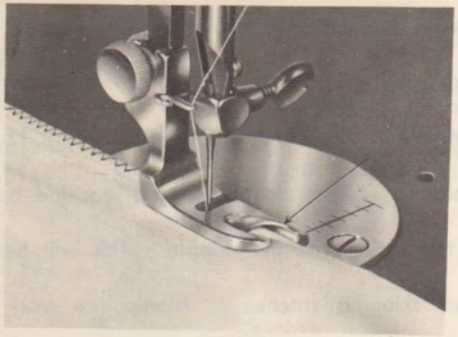

Fig. 28
Turn balance wheel towards you until needle reaches its highest point. Raise presser bar and remove the regular presser foot. Attach hemmer foot (Fig. 28).
3. Lower presser foot and begin to sew. Guide material into hemmer foot while sewing (Fig. 28).